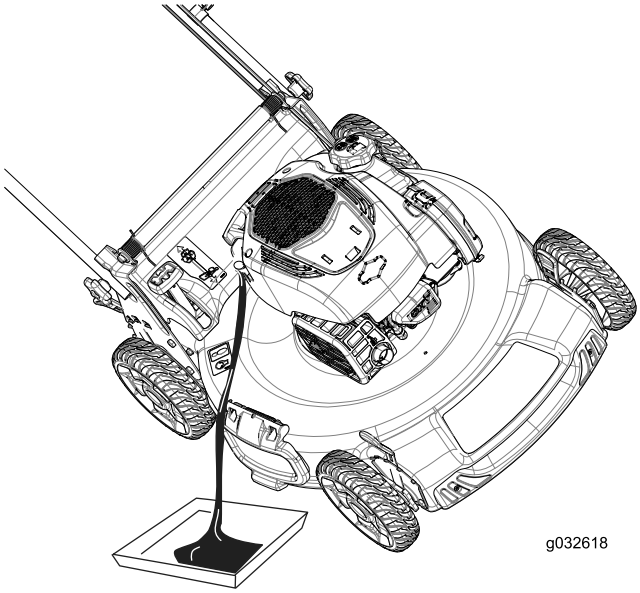

Figur 32
3. Tippa maskinen på sidan (med luftfiltret uppåt) för att tömma ut den gamla oljan genom påfyllningsröret (Figur 32).